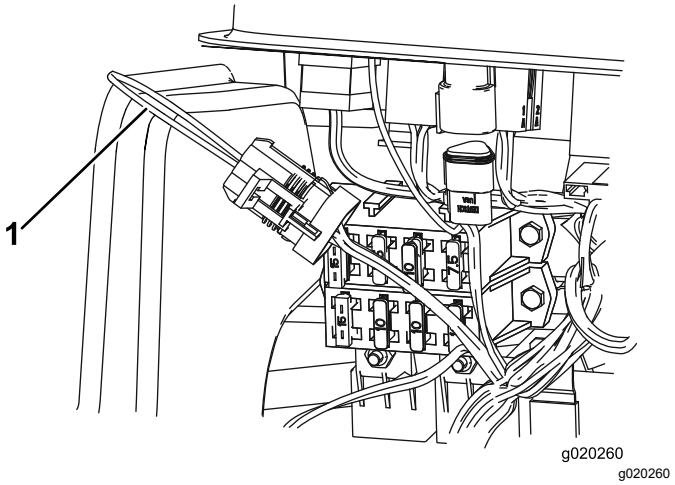

**Figur 36**
3. Lokalisera kablaget och loopbackanslutningen (Figur 36).